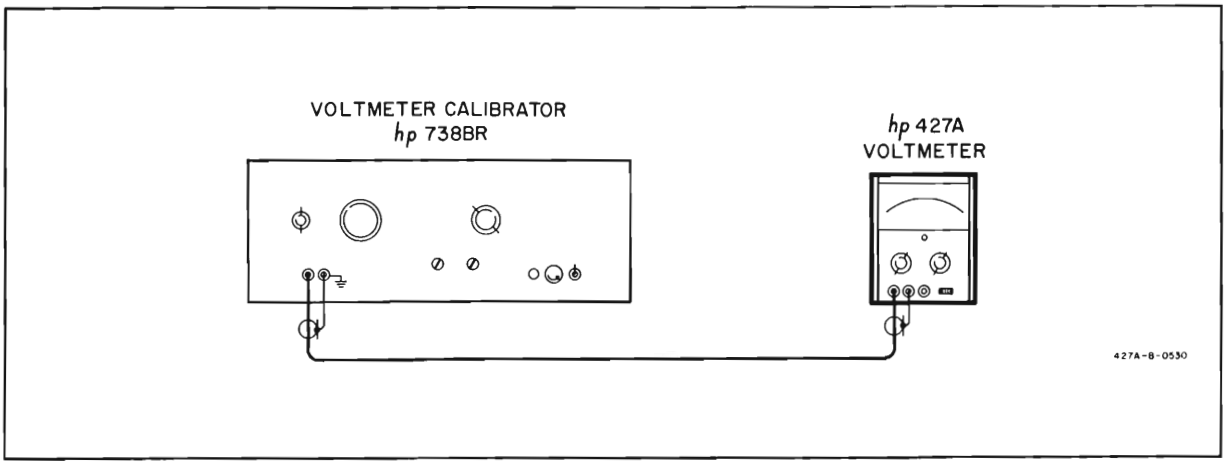

Figure 5-3. DC Accuracy and Linearity Check
5-17. The DC Accuracy Check requires a dc voltage standard that is accurate to within ±0.2% of its indicated output from 0.1 volt to 300 V. The -hp- Model 738BR Voltmeter Calibrator is accurate to within ±0.1% of the indicated output. Figure 5-3 shows the test setup for the DC Accuracy Check.
c. Connect the voltmeter calibrator and the Model 427A as shown in Figure 5-3.
5-39. A dc voltage standard is needed to calibrate the dc ranges. A2R3, A2R4, and A2R5 are adjusted for full scale inputs on the 0.1, 0.3, and 1 volt ranges respectively. The 3 volt through 1000 volt ranges are calibrated by A2R5 and require no special calibration. Use the test setup in Figure 5-3.